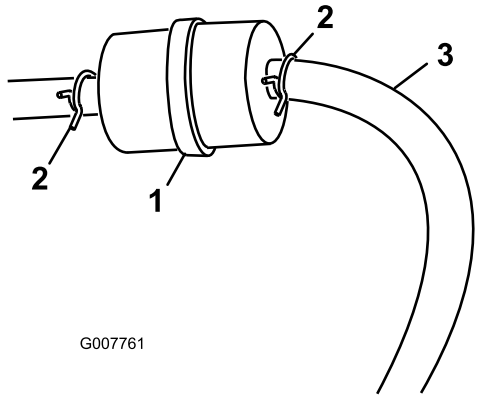

Rysunek 26
3. Ściśnij końce obejm przewodu i zsuń je z filtra (Rysunek 26).
5. Zainstaluj nowy filtr i przesuń obejmy przewodu w pobliże filtra (Rysunek 26).
3. Poluzuj zacisk przewodu na filtrze paliwa i przesuń go w górę przewodu paliwowego, z dala od filtra paliwa (Rysunek 26).
4. Odłącz przewód paliwowy od filtra paliwa (Rysunek 26).
Informacja: Odczekaj, aż paliwo spłynie do kanistra lub do miski spustowej (Rysunek 26).
5. Zamontuj przewód paliwowy na filtrze paliwa. Przesuń zacisk przewodu blisko filtra paliwa w celu zamocowania przewodu paliwowego (Rysunek 26).